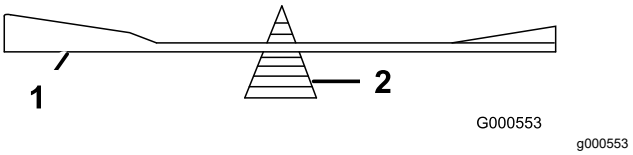

**Figur 35**
2. Sjekk knivens balanse ved å legge den på en balanseringsinnretning (Figur 35).